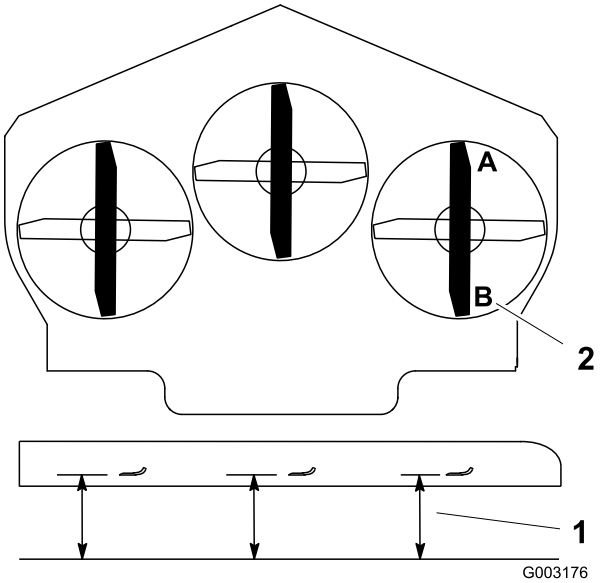

Figura 77
1. Coloque la cuchilla derecha en posición longitudinal (Figura 77).
2. Mida la cuchilla derecha en la posición **A** desde una superficie nivelada hasta el filo de corte del extremo de la cuchilla (Figura 77).
4. Mida la cuchilla derecha en la posición **B** desde una superficie nivelada hasta el filo de corte del extremo de la cuchilla (Figura 77).
6. La cuchilla del cortacésped debe estar entre 6 y 10 mm más baja en la posición **A** que en la posición **B** (Figura 77). Si no es correcta la distancia, continúe con los pasos siguientes.